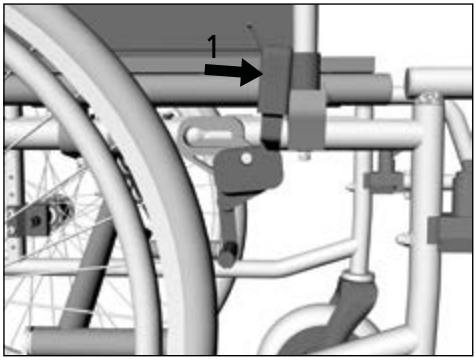

afb.12
1. Druk de handrem naar voren, zodat de rem het wiel blokkeert (1, afb. 12).